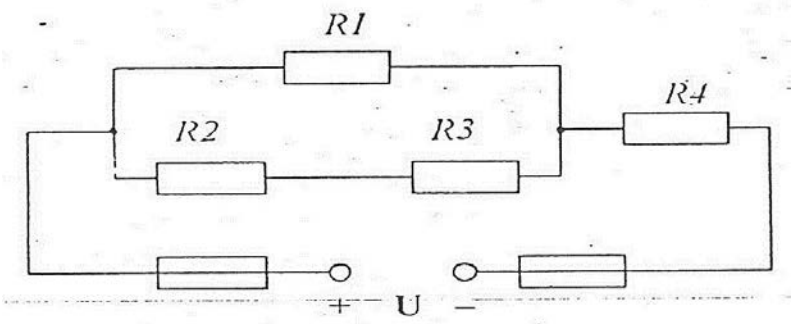

Рис. 1
Условие задачи: Цепь постоянного тока со смешанным соединением состоит из четырех резисторов. Заданы схема цепи (рис.1), значения сопротивлений резисторов: R1= 30 Ом, R2= 20 Ом, R3= 3 Ом, R4= 5 Ом, мощность цепи P=320 Вт.
2) обозначим токи I, I1, I2, I3, I4 на рис.1 стрелками и определим их значения. Из формулы мощности P= I^2 $R_{экв}$ ⇨